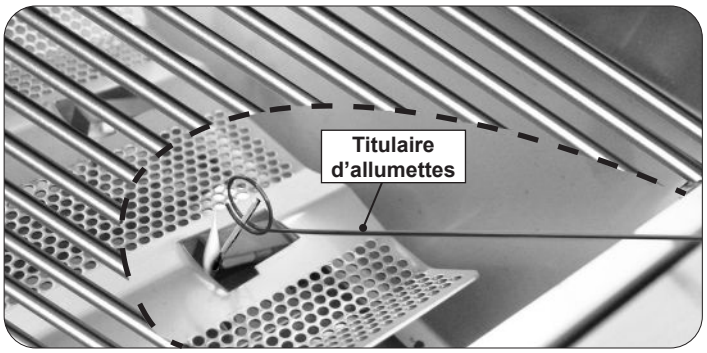

Fig. 32-2 Allumage manuel
2. Insérez soit un briquet à gaz à longue tige enflammé, une allumette à longue tige enflammée ou une allumette enflammée tenue par le support de rallonge en fil inclus à travers l'ouverture de la grille de cuisson et la grille d'arôme jusqu'au sommet du brûleur (Fig. 32-2).
4. Si le brûleur ne s'allume pas dans les cinq (5) secondes suivant la mise en marche du bouton de commande, appuyez **immédiatement sur le bouton et tournez la vanne en position OFF**. ATTENDEZ CINQ (5) MINUTES avant de répéter les étapes 2 à 4 des instructions d'allumage manuel.